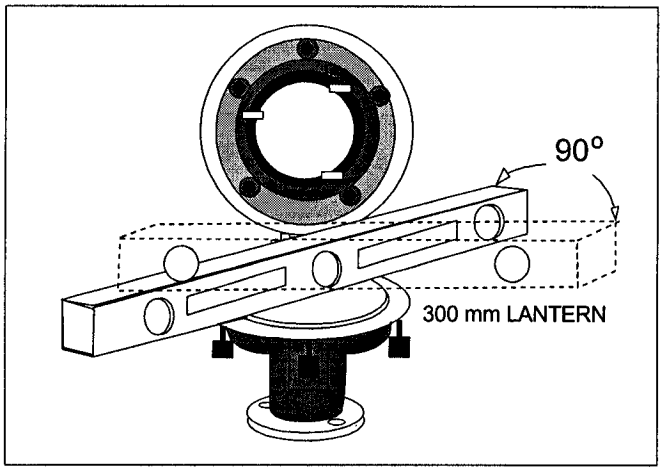

Figure 2-13
e. Move the level ninety (90) degrees from your first position and readjust. See Figure 2-13.